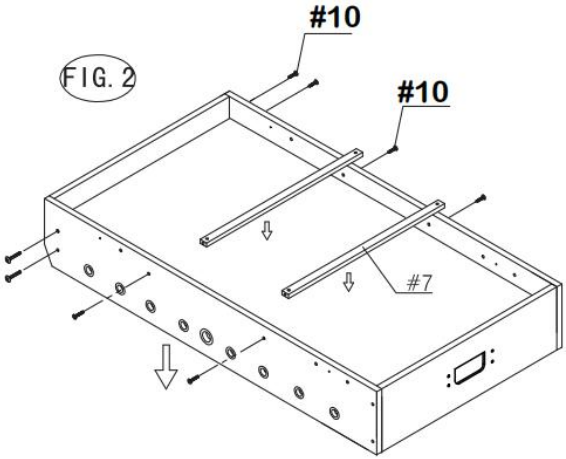

FIG.3.
7) Fäst benen (#4) och (#5) på skåpet med en av bultarna (#8), två av brickorna (#9), en av mutter (#13), en av vingbulten (#15) per ben som visas i FIG 3 och 3-1.